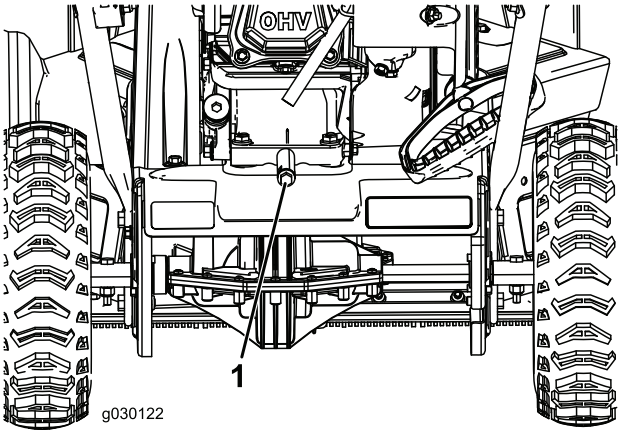

Rysunek 19
2. Umieść pojemnik na zużyty olej pod korkiem spustowym; wyjmij korek spustowy oleju i przechyl maszynę do tyłu, aby spuścić zużyty olej do pojemnika (Rysunek 19).